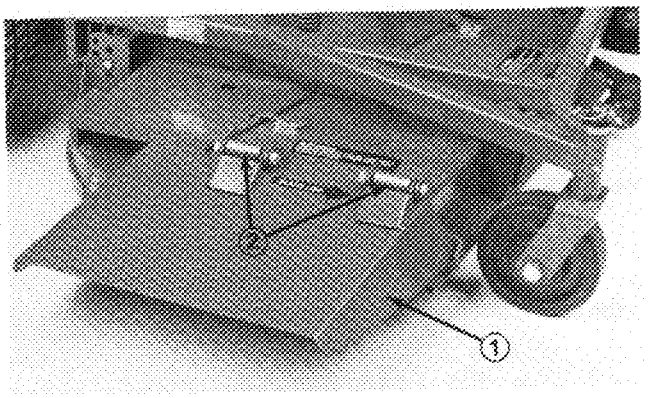

Figure 32
2. Remove two capscrews, locknuts and springs securing deflector mounts to pivot brackets (Fig. 32).
3. To remove the pivot brackets, remove carriage bolts and nuts (Fig. 32).